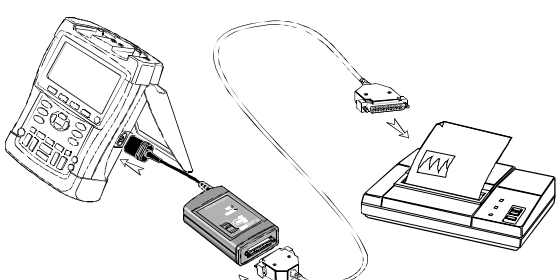

Figura 35. Conexión a una impresora en paralelo
- Cable adaptador de impresora (PAC91, opcional) para conectar una impresora en paralelo al OPTICAL PORT (puerto optico) del instrumento de medida. (Consulte la figura 35.)